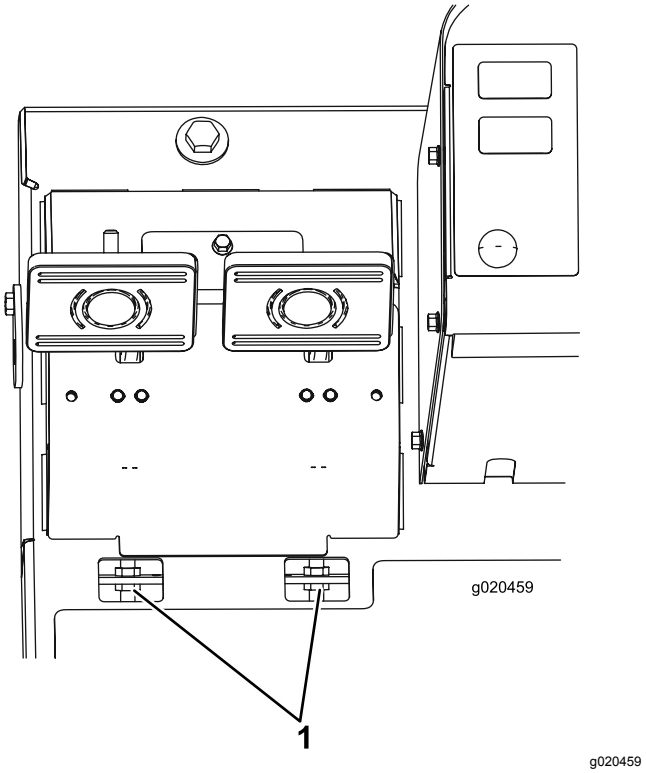

Figur 94
B. Løsn den forreste møtrik på bremsekablets gevind-ende (Figur 94).